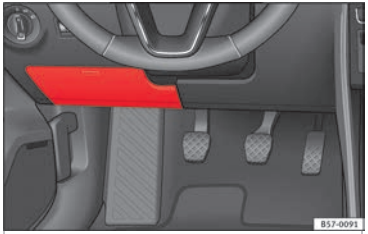

Fig. 102 On the driver-side dash panel (left-hand drive): fuse box cover.
- *Opening:* fold the cover down ››› **Fig. 102**.